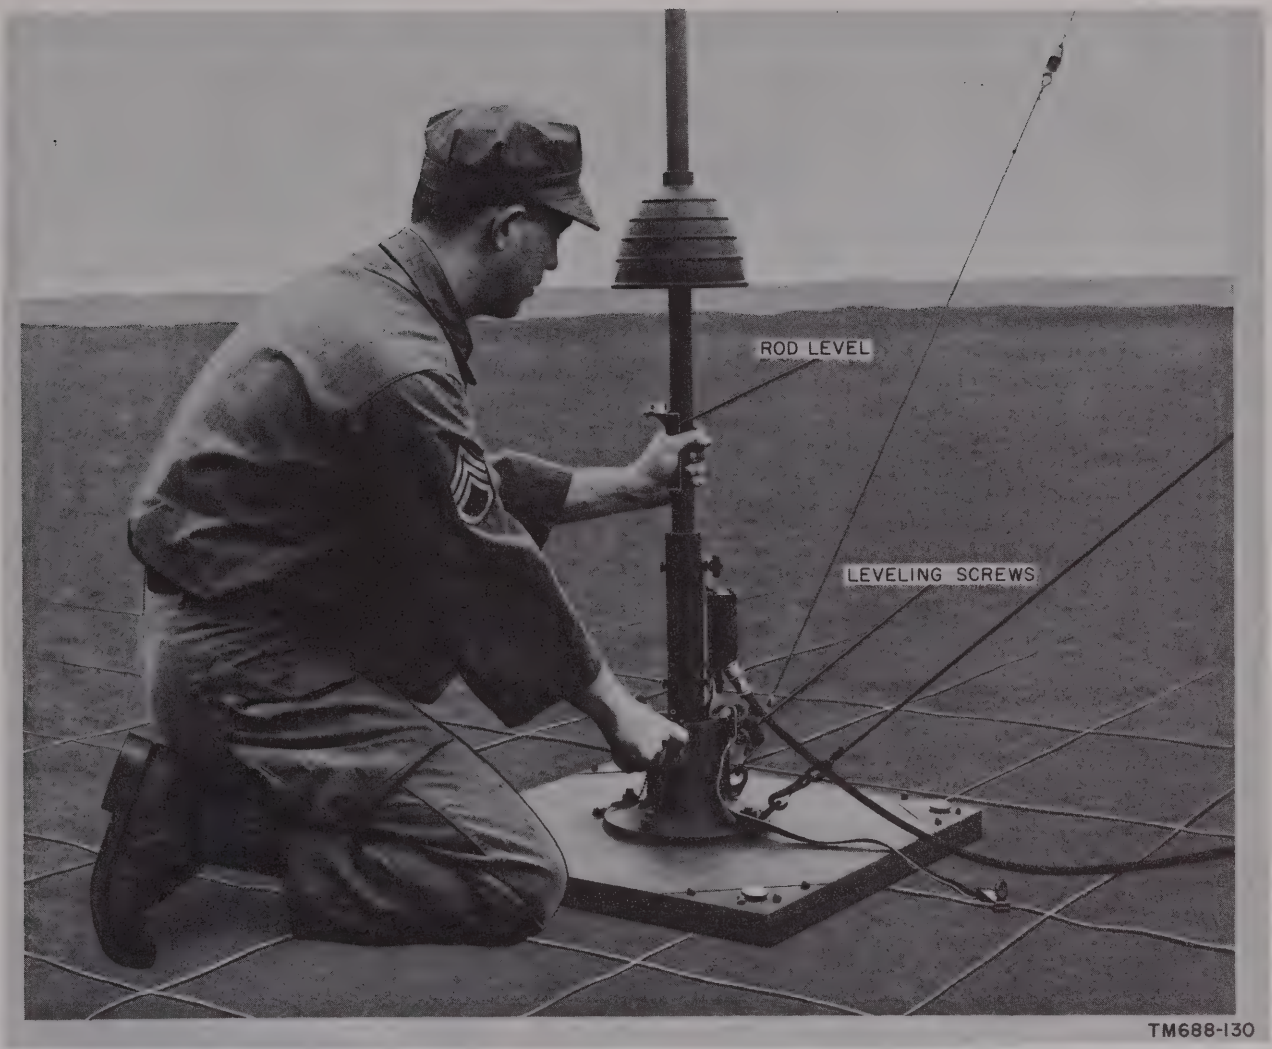

Figure 36. Leveling lower antenna section.
p. Using the rod level as a reference (fig. 36), adjust the base leveling screws until the bubble in the level is centered. Readjust the guys, if necessary to make the mast straight. Lock the leveling screws.